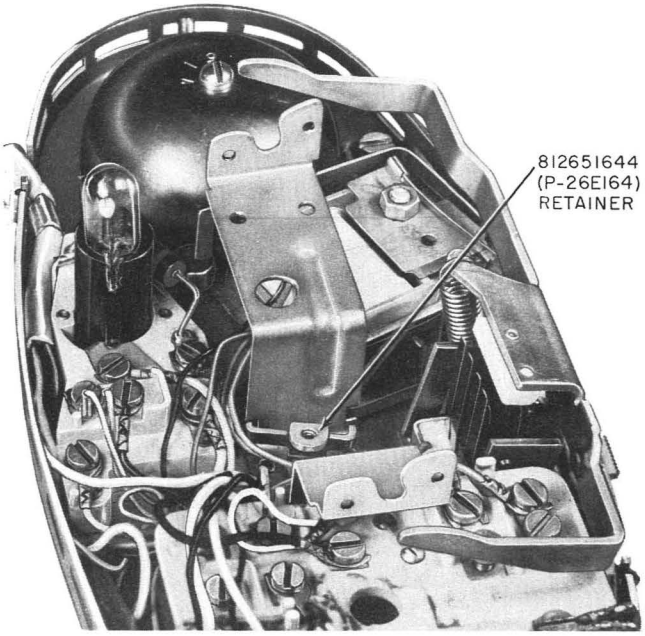

Fig. 7—Installing The 812651644 (P-26E164) Terminal Board Retainer in PRINCESS Telephone Set
(1) Remove housing; loosen dial mounting screws and move the dial to one side without disconnecting the dial leads.
(2) Insert the 812651644 (P-26E164) retainer in left-hand dial mounting bracket (Fig. 7).